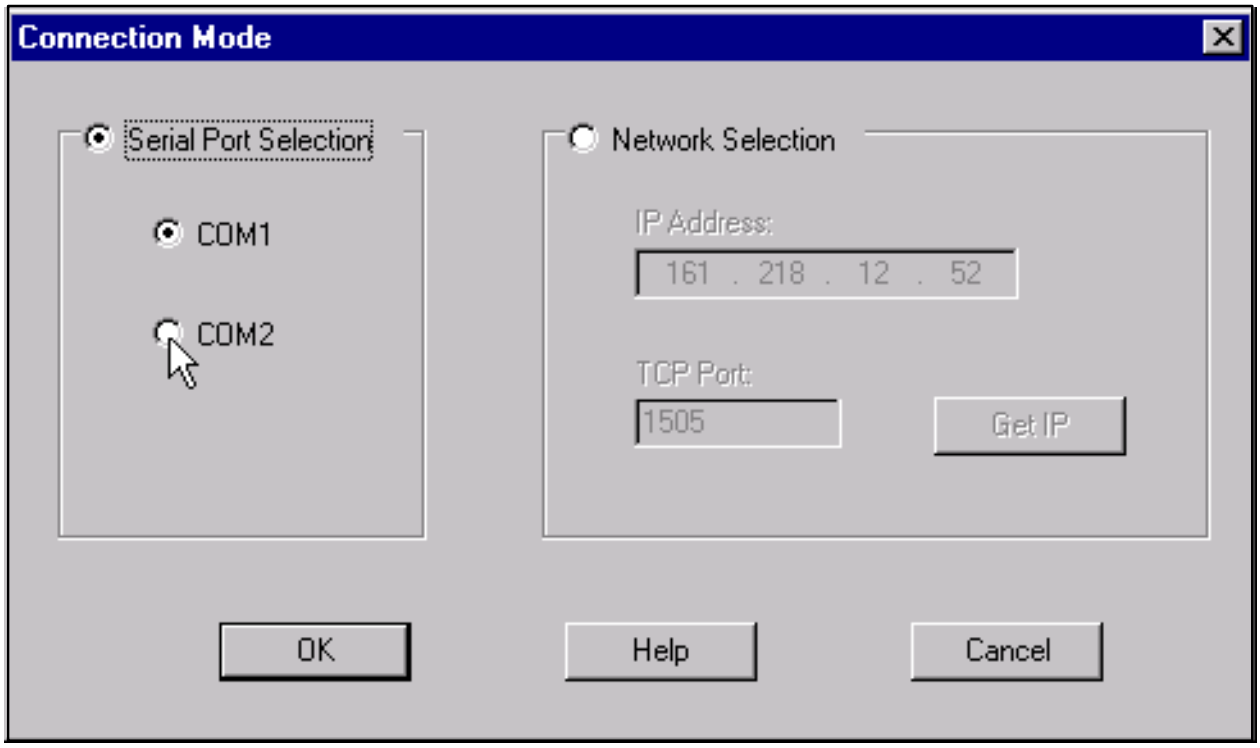

Figure 3-6 Changing COM Port Setting
3. Choose the option button for the COM port that you are actually using on your PC. See Figure 3-6.